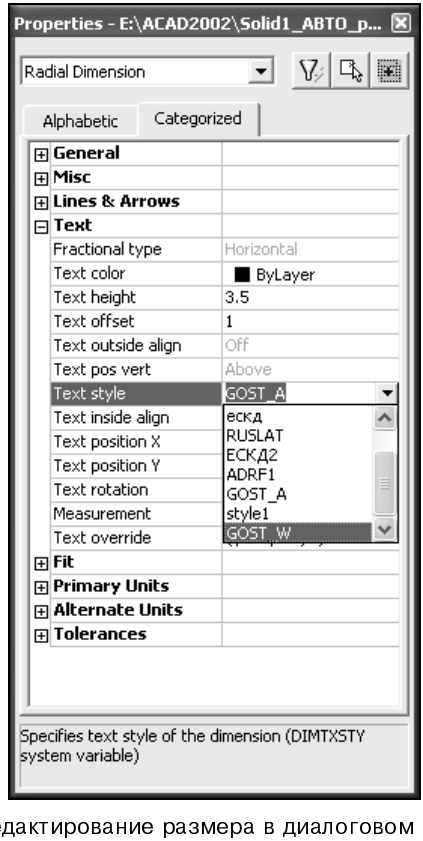

Рис. 11.21. Редактирование размера в диалоговом окне **Properties**
В ДО **Properties** (Свойства) в верхнем поле списка по умолчанию предложено **No selection** (Не выбрано). Выбирают редактируемый размер, после чего в верхнем поле списка появляется название размера, например **Radial Dimension** (Радиальный) (рис. 11.21). После этого нужно выполнить следующие действия.
3. Выделить нужный пункт, например **Text style** (Стиль текста), а затем щелчком в поле ввода (справа от пункта) раскрыть список стилей и выбрать нужный параметр или ввести новое значение вместо прежнего (см. рис. 11.21).